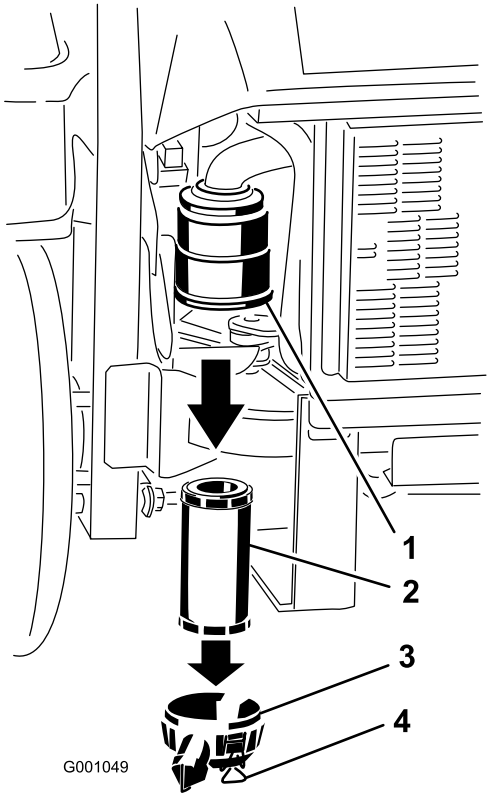

Figuur 40
3. Maak de sluitingen op het luchtfilter los en trek het luchtfilterdeksel van de luchtfilterbehuizing (Figuur 40).
5. Schuif het filter voorzichtig uit de luchtfilterbehuizing (Figuur 40). Zorg ervoor dat u niet met het filter tegen de zijkant van de luchtfilterbehuizing stoot.